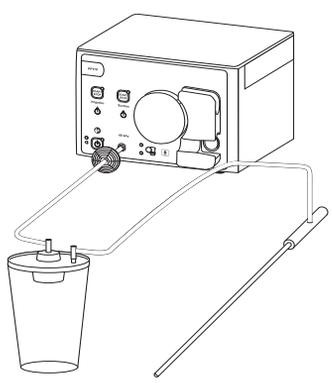

Fig. 5-16 Connect device with the suction system with suction-/Irrigation instrument
1. Connect device with the suction container (using vacuum tube and hygiene filter). The vacuum tube set with hygiene filter can remain connected to the device for max. 30 days (Fig. 5-16 "Connect device with the suction system with suction-/Irrigation instrument").
2. Connect suction container with instrument (using irrigation tube Fig. 5-16 "Connect device with the suction system with suction-/Irrigation instrument").